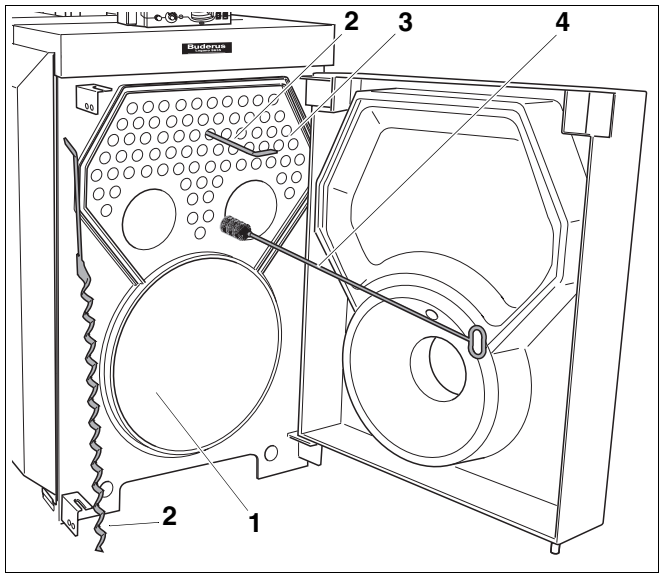
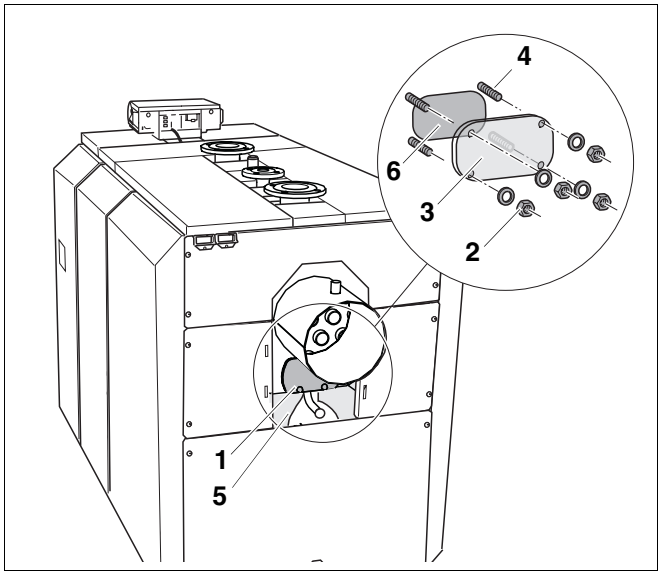

Рис. 51 Чистка поверхностей нагрева
Рис. 53 Демонтаж крышки для чистки
- Удалить турбуляторы (рис. 51, **поз. 2**) из труб дополнительных поверхностей нагрева (рис. 51, **поз. 3**).
- Очистить турбуляторы (рис. 51, **поз. 2**).
Если Вы не протащили ершик щетки (рис. 51, **поз. 4**) через всю трубу, то обратно ее можно будет вытащить только с большим трудом.
- Очистите поверхности нагрева топочной камеры (рис. 51, **поз. 1**) и трубы дополнительных поверхностей нагрева (рис. 51, **поз. 3**) щетками (рис. 51, **поз. 4**).
- Слегка оттянуть в сторону теплоизоляцию коллектора дымовых газов (рис. 53, **поз. 5**), чтобы освободить крышку для чистки.
- Открутить гайки и снять шайбы с крышки для чистки (рис. 53, **поз. 2**).
- Снять крышку для чистки коллектора дымовых газов (рис. 53, **поз. 3**).
- Удалить нагар из топочной камеры (рис. 51, стр. 57), из газоотводящих каналов, а также из коллектора дымовых газов (рис. 53, **поз. 1**).